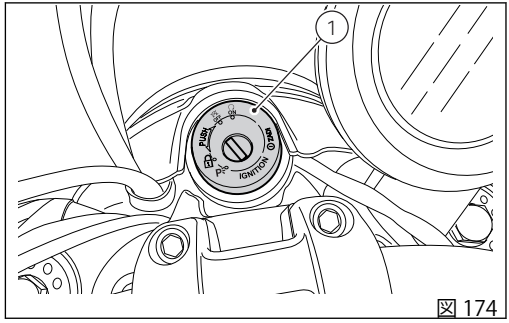

図 174
イグニッションキーを (1、図 174) の位置に回します。インストルメントパネルの緑のランプ N (A) と赤のランプ (B) が点灯していることを確認してください。